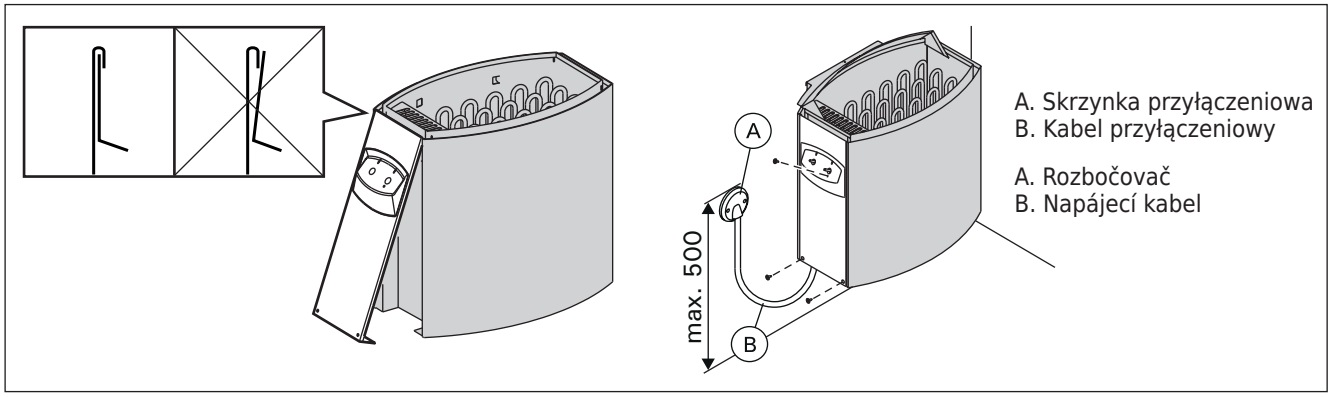

Rys. 8. Zamykanie pokrywy skrzynki przyłączowej (wymiary w milimetrach)
- Piec jest półstale podłączony do skrzynki przyłączeniowej (rysunek 8: A) instalowanej na ścianie sauny. Skrzynka przyłączeniowa musi być bryzgoszczelna i zainstalowana nie wyżej niż 500 mm nad podłogą.
- Należy użyć kabla przyłączeniowego (rysunek 8: B) w izolacji gumowej, typu H07RN-F lub odpowiednika. **UWAGA! Ze względu na zjawisko kruchości termicznej do podłączania pieca nie wolno stosować kabla w izolacji z PCW.**
- **Podczas zamykania skrzynki przyłączowej należy sprawdzić, czy jej górna krawędź znajduje się we właściwym położeniu.** Jeśli górna krawędź jest umieszczona niewłaściwie, do skrzynki może przedostawać się woda. Patrz rys. 8.